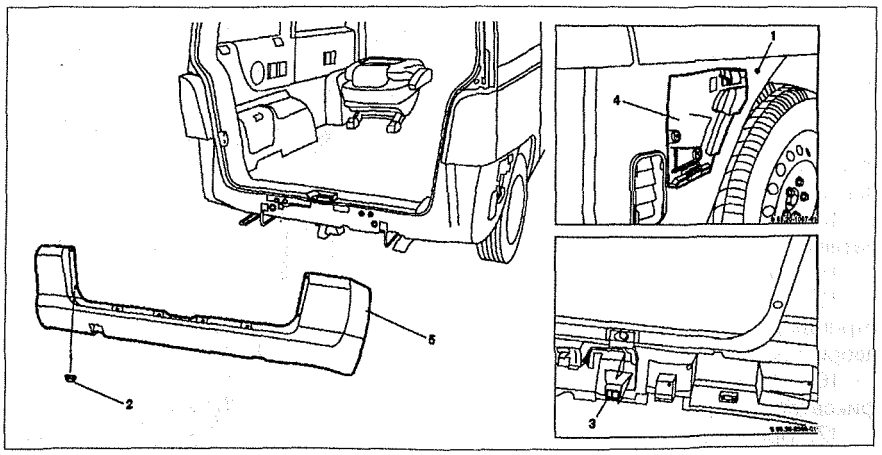

Рис. 11.3. Задний бампер:
1. Открутите болты **1** крепления в колесных арках (см.рис.11.3).